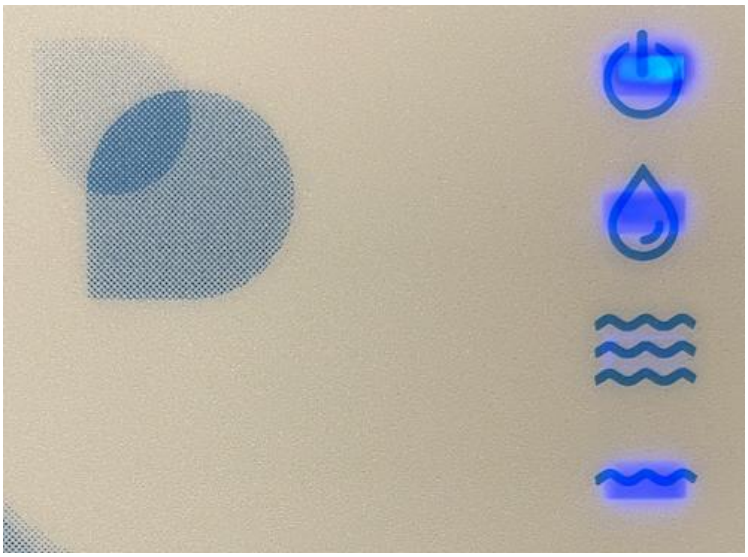

Figure 2 – Status On Minimum Level and Filling
ii. **Low level** – the level is considered low when the water is below the MIN probe. In this situation, the circulation pump is inhibited and the solenoid valve (EV) is activated to fill the pool. The low level signal and the filling indication appear on the screen (figure 2). When the water level reaches the NORMAL probe, the solenoid valve stops and the circulation pump is disinhibited.